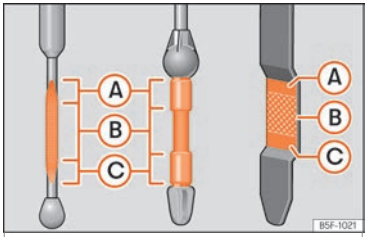

Fig. 186 Engine oil dipstick.
– Then pull it out once more and check the oil level ››› Fig. 186. Top up with engine oil if necessary.
- When the oil level reaches at least zone ››› Fig. 186 Ⓑ, unscrew the engine oil filler cap carefully ››› ❗.
If the oil level is above area ››› Fig. 186 Ⓐ, do not start the engine. This could result in damage to the engine and catalytic converter. Contact a specialised workshop.
The oil level must never be above zone ››› Fig. 186 Ⓐ. Otherwise oil can be drawn in through the crankcase breather and leak into the atmosphere via the exhaust system.